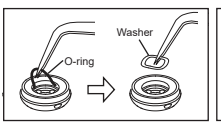

Fig. 6
4) Remove the O-ring and the washer beneath it from the head cap with tweezers (Fig. 6).